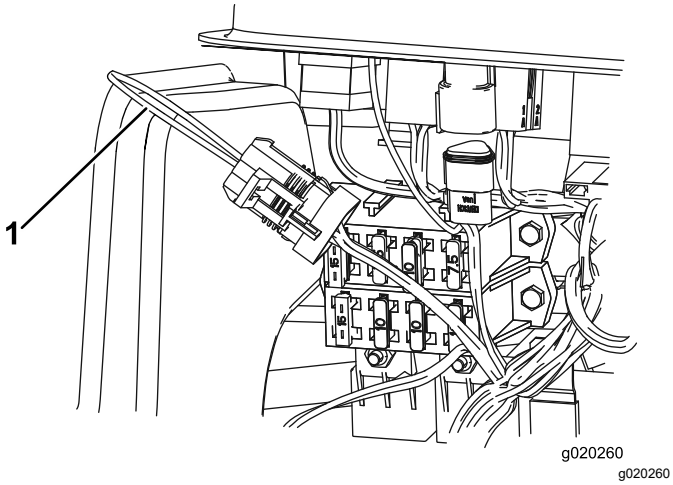

Figur 38
3. Lokalisera kablaget och loopbackanslutningen (Figur 38).